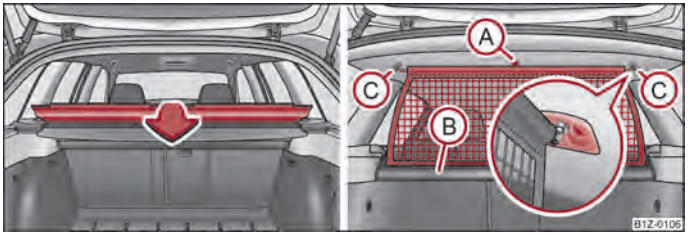

Fig. 63 Folding down the storage compartment cover/pulling out the luggage net partition
– Fold down the storage compartment cover behind the rear seats ⇒ fig. 63 - left.
– Fold down the storage compartment cover behind the rear seats ⇒ fig. 63. ▶